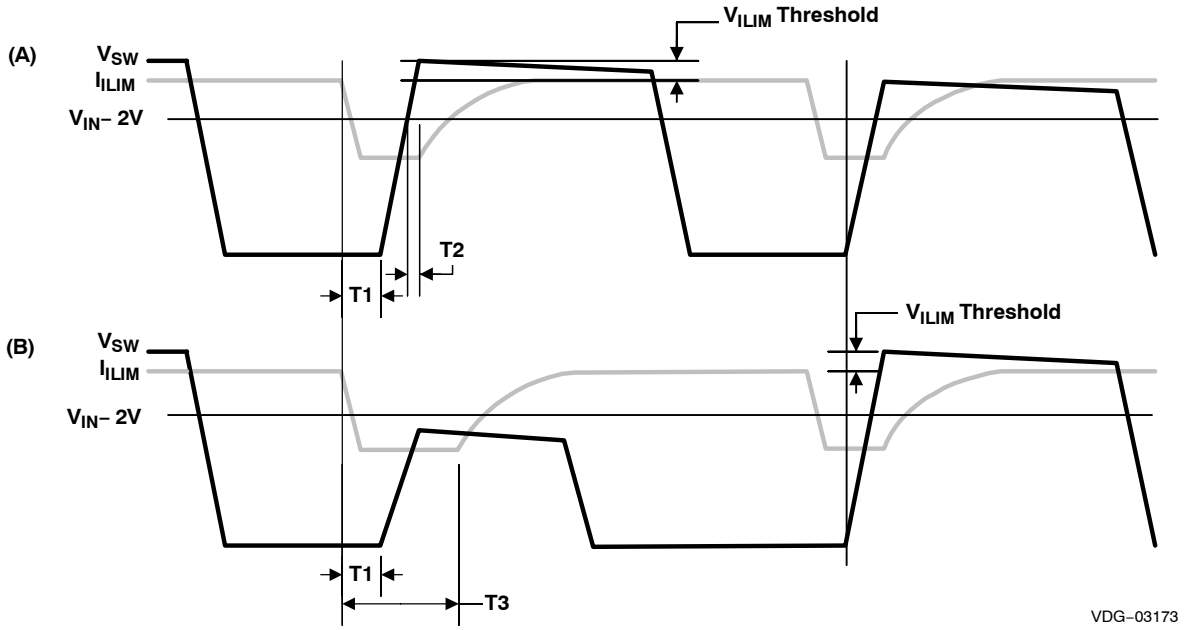

Figure 9. Voltage Feed-Forward and PWM Duty Cycle Waveforms
The TPS4007x uses a two-tier approach for short circuit protection. The first tier is a pulse-by-pulse protection scheme. Short circuit protection is implemented on the high-side MOSFET by sensing the voltage drop across the MOSFET when its gate is driven high. The MOSFET voltage is compared to the voltage dropped across a resistor (R_{ILIM}) connected from V_{DD} to the ILIM pin when driven by a constant current sink. If the voltage drop across the MOSFET exceeds the voltage drop across the ILIM resistor the switching pulse is immediately terminated. The MOSFET remains off until the next switching cycle is initiated. This is illustrated in Figure 9.
In addition, just prior to the high-side MOSFET turning on, the ILIM pin is pulled down to approximately half of VDD. The ILIM pin is allowed to return to its nominal value after one of two events occur. If the SW node rises to within approximately 2 V of V_{DD}, the device allows ILIM to go back to its nominal value. This is illustrated in Figure 9(A). T1 is the delay time from the internal PWM signal being asserted and the rise of SW. This includes a driver delay of 50 ns typical. T2 is the reaction time of the sensing circuit that allows ILIM to start to return to its nominal value, typically 20ns. The second event that can cause ILIM to return to its nominal value is for an internal timeout to expire. This is illustrated in Figure 9(B) as T3. Here SW never rises to V_{DD}-2 V, for whatever reason, and the internal timer times out, releasing the ILIM pin.